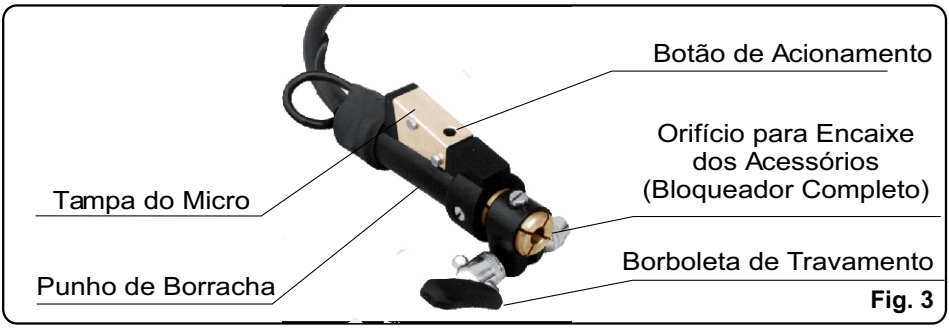

Fig. 3
5.1º. Encoste a **Ponteira de Repuxo Fino** na chapa onde será repuxado e aperte o **Botão de Acionamento do Punho** (pág. 3 - fig. 3), o seu desligamento é automatico. Lembre-se que o local deve estar livre de sujeira, ferrugem e pintura, melhorando assim seu desempenho e evitando o mau contato e a emissão de faíscas;
5.1º. Encoste a **Arruela ou Ponteira para vinco** na chapa onde será repuxado e aperte o **Botão de Acionamento do Punho** (pág. 3 - fig. 3), o seu desligamento é automatico. Lembre-se que o local deve estar livre de sujeira, ferrugem e pintura, melhorando assim seu desempenho e evitando o mau contato e a emissão de faíscas.
3.1º. Encoste a **Ponteira de Contração de Chapas** na chapa onde será feita a contração (aquecimento/calor) e aperte o **Botão de Acionamento do Punho** (pág. 3 - fig. 3), o seu desligamento é automatico. Lembre-se que o local deve estar livre de sujeira, ferrugem e pintura, melhorando assim seu desempenho e evitando o mau contato e a emissão de faíscas;